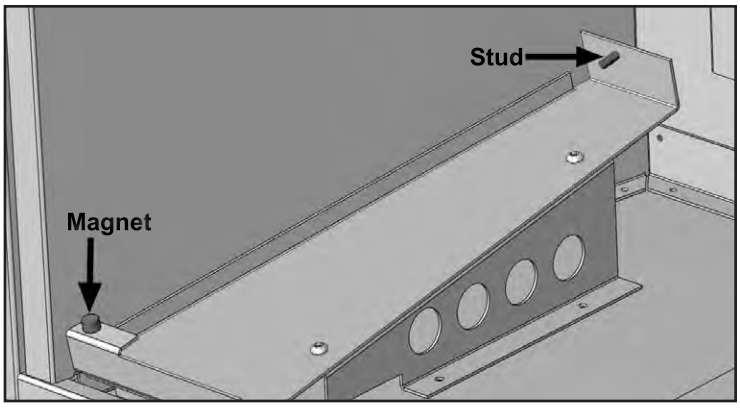
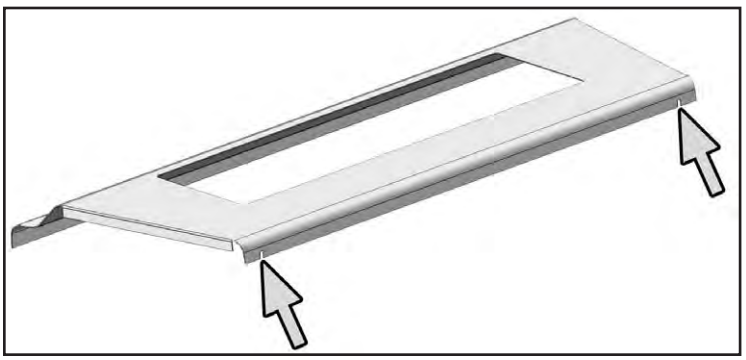

Figure 99: Permanent Magnet on Left Burner Cover Support.
Figure 100: Slots in Back of Burner Cover.
8. Place one of the Permanent Magnets provided on the front edge of the Burner Cover Supports as shown in Figure 99.
11. The Burner Cover has two (2) slots, one the either side of the rear flange (refer to Figure 100). These slots fit over the two (2) studs in the firebox (refer to Figure 99) to keep it in place.